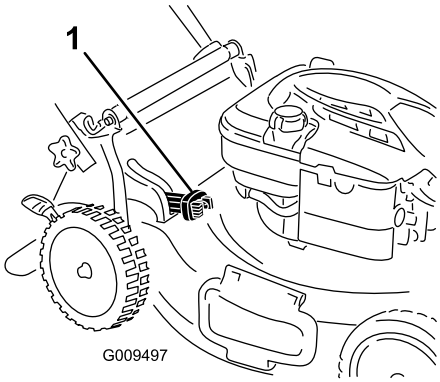

Figura 15
- Para ensacar los recortes de hierba y hojas, presione hacia dentro el botón de la palanca de ensacado a demanda y mueva la palanca hacia delante hasta que salga el botón de la palanca (Figura 15)